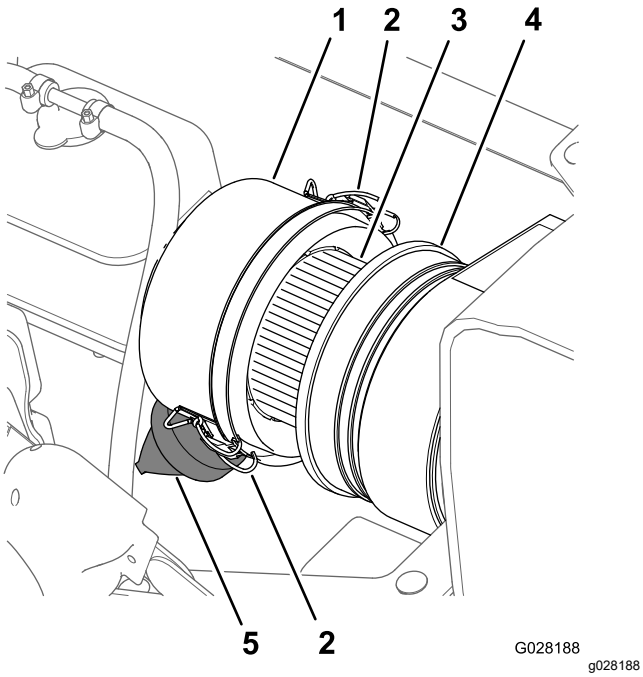

Figur 71
3. Rengör dammkåpan och luftrenarhuset (Figur 71).
4. Undersök om luftrenarhuset har skador som kan orsaka en luftläcka (Figur 71).
5. Kläm på dammventilen för att rensa den från smuts, damm och skräp (Figur 71).
7. Kontrollera om luftfiltret har stora ansamlingar av smuts, damm och skräp (Figur 71).
8. Montera dammkåpan på luftrenarhuset och fäst kåpan med de två spärrhakarna (Figur 71).
2. Rengör dammkåpan och luftrenarhuset (Figur 71).
6. Torka av insidan på dammkåpan, luftrenarhuset och dammventilen med en fuktig trasa (Figur 71 och Figur 72).